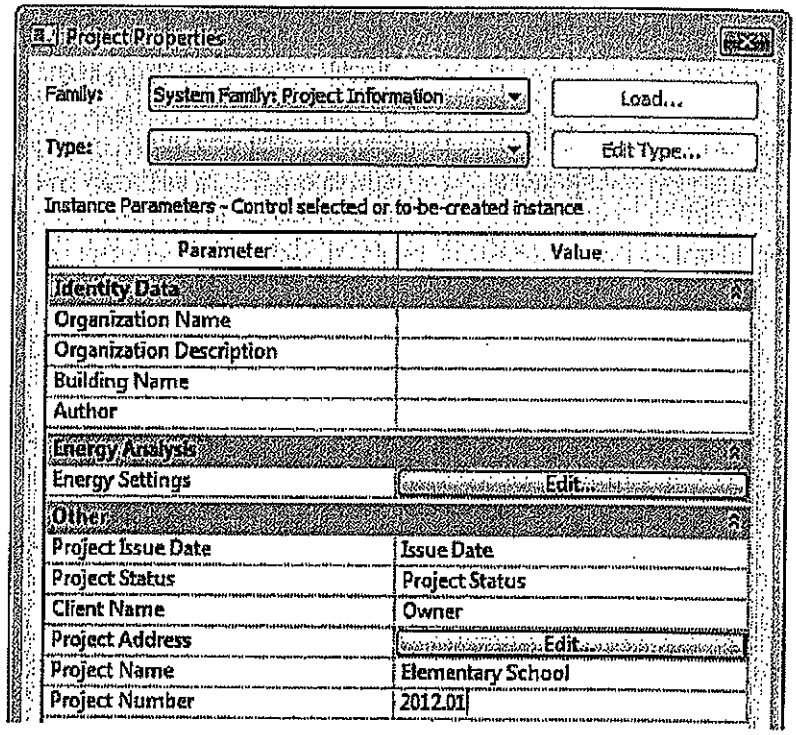

Figure 3–8
5. In the Project Properties dialog box, for the *Project Name*, type **Elementary School**, and add a *Project Number*, as shown in Figure 3–8, and click OK.